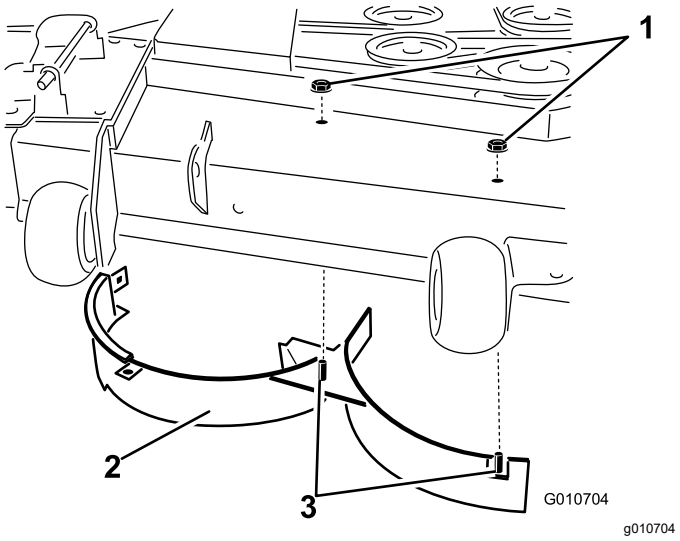

Figur 19
11. Lossa de två låsmuttrarna (5/16 tum) som sitter på den högra skärmens svetsade tappar ovanpå klippdäcket i mitten och till höger om mitten (Figur 19).
12. Ta bort vagnskruven och låsmuttern som håller fast den högra skärmen högst upp på däcket och ta bort den högra skärmen från klippdäcket (Figur 19).